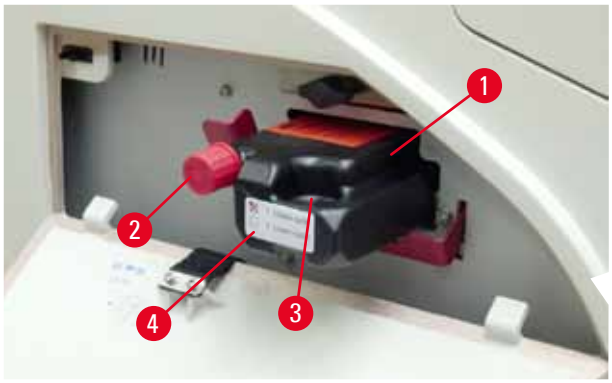

Afb. 54
3. Verwijder de beschermfolie en plaats de patroon zodanig, dat deze ongeveer half in de patroonopening zit (→ "Afb. 54").